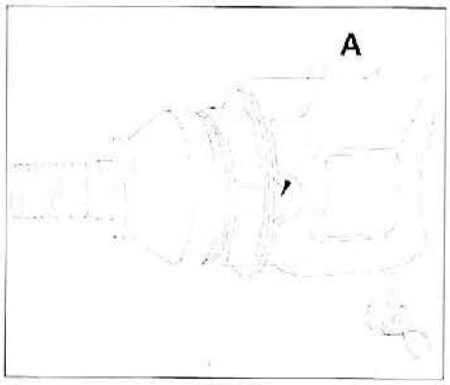

FIG. 17
• Montar la rótula de mangueta (2) y apretarla a 23 ± 2,3 daNm.
• Frenar la rótula en las muescas "A" de la mangueta **(fig. 17).**